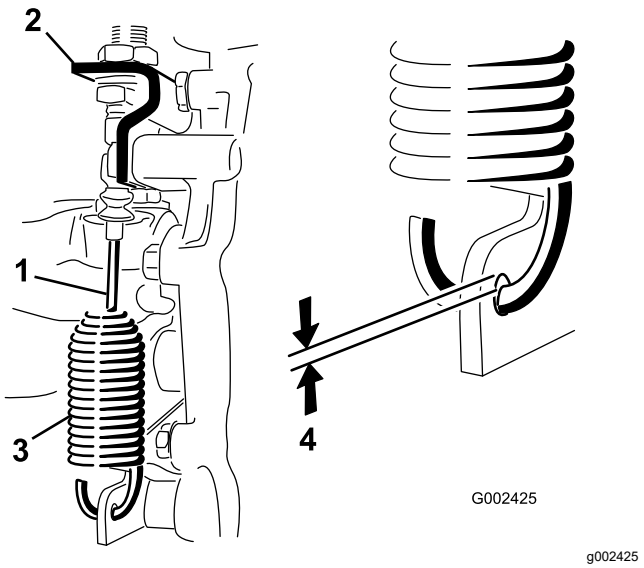

Figur 50
2. Løsn de kontramøtrikker, der fastgør differentialelåsens kabel til beslaget på gearkassen (Figur 50).